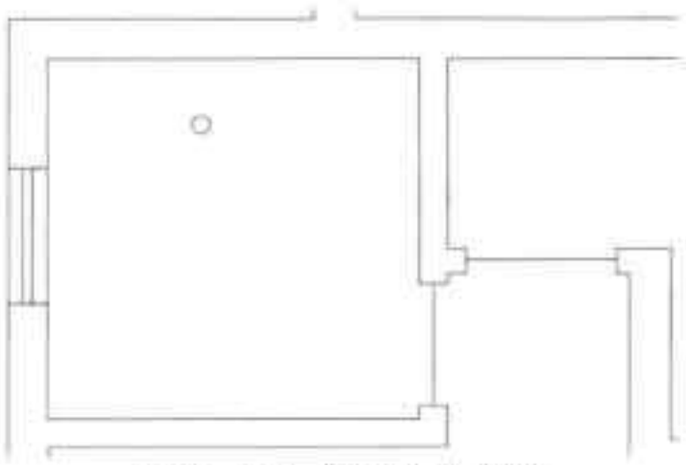

图19-34 绘制门中心线
Step 01 执行“直线”命令，绘制卧室和卫生间门的中心线，如图 19-34 所示。